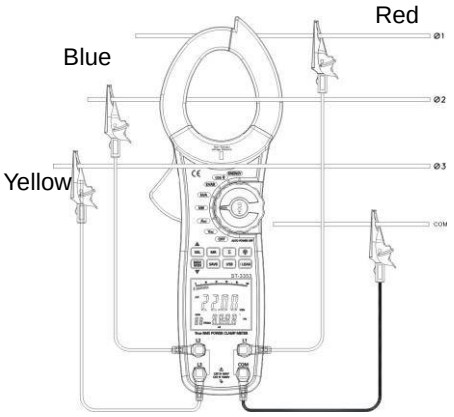

Figure 6
3. Connecting method (see figure 6, 7, 8):
- When measuring 3 phase 4 wires, connecting the Meter as figure 6.
In figure 6 ∑**W = W1 + W2 + W3.**
3. The connecting method of 3 phases 4 wires or 3 phases 3 wires, refer to figure 6 and 15
3. The connecting method of 3 phase 4 wires and 3 phases 3 wires, see figure 6 and 15